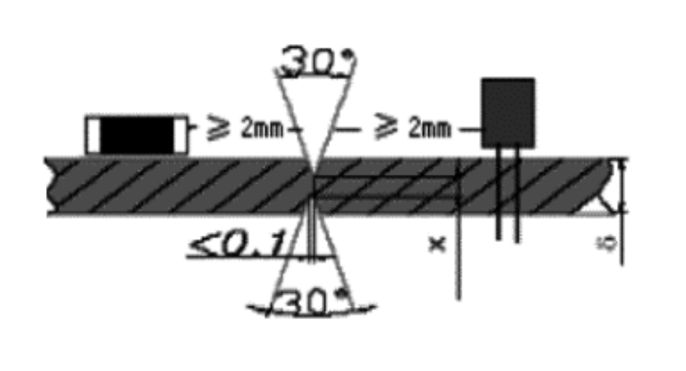
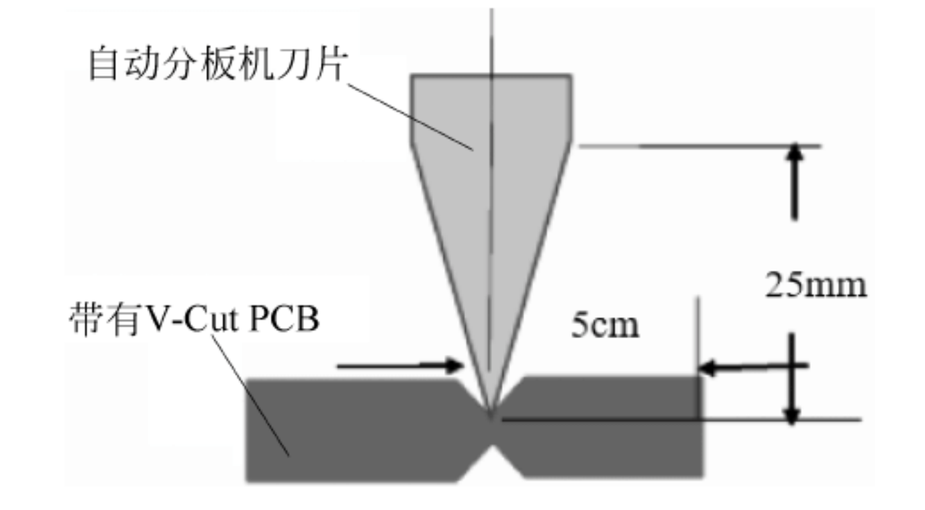

图 4-22　V 形槽的设计
图 4-23　V-Cut 对板边器件的禁布要求
① V-Cut 适合于板与板之间为直线连接，中间不转弯，板边缘平整且不影响器件安装的 PCB。目前 SMT 板应用较多，特点是分离后边缘整齐且加工成本低，建议优先选用。
② V-Cut 线两边（A、B 面）要求保留不小于 2mm 的器件禁布区，以避免在分板时损伤器件，设计要求如图 4-22 所示。
③ 开 V 形槽后，剩余的厚度 x 应为(1/4～1/3)Δ 板厚，剩余厚度最小尺寸不能小于 0.4mm。对承重较重的板子可取上限，对承重较轻的板子可取下限。
④ 考虑自动分板机刀片结构，板边禁布区 5mm 范围内，不允许有高度超过 25mm 的器件，如图 4-23 所示。